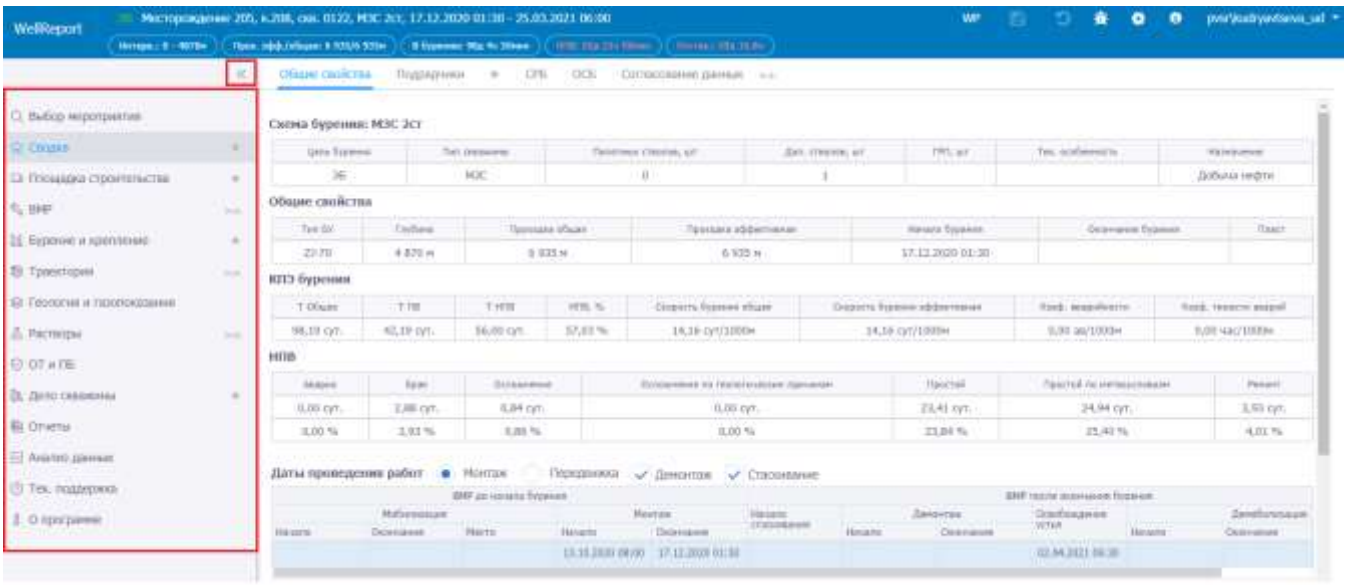

Рис. 2.9
2. ПАНЕЛЬ РАЗДЕЛОВ - содержит вкладки разделов, управляющих работой программы. Щелчок мыши по названию раздела осуществляет переход в его рабочую область. Полный список разделов становится доступен после выбора мероприятия (рис. 2.9). Краткое описание назначения разделов, используемых при работе с программой «WellReport», представлено в таблице 2.1. Список разделов можно свернуть, нажав сбоку на кнопку «. В данном случае рабочая область прораммы имеет следующий вид (рис. 2.10).